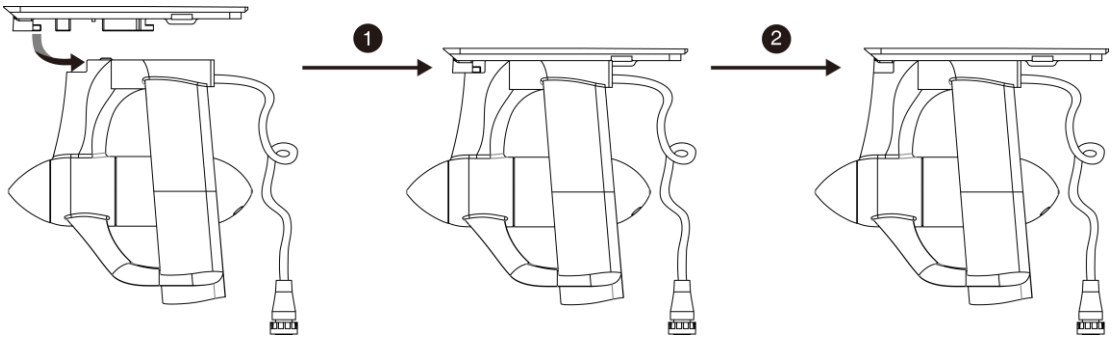

Figure 3-3
1) Attach an inflatable SUP fin box adapter onto the motor module base as shown in Figure 3-3. First align the adapter with the motor base; then insert the adapter into the motor base until it is well attached.